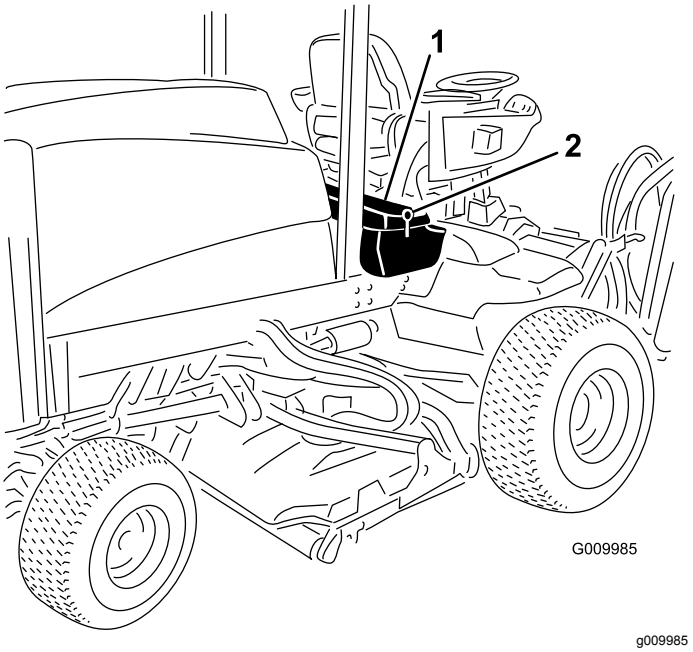

Figur 60
1. Oplås og løft konsolpanelet (Figur 60).